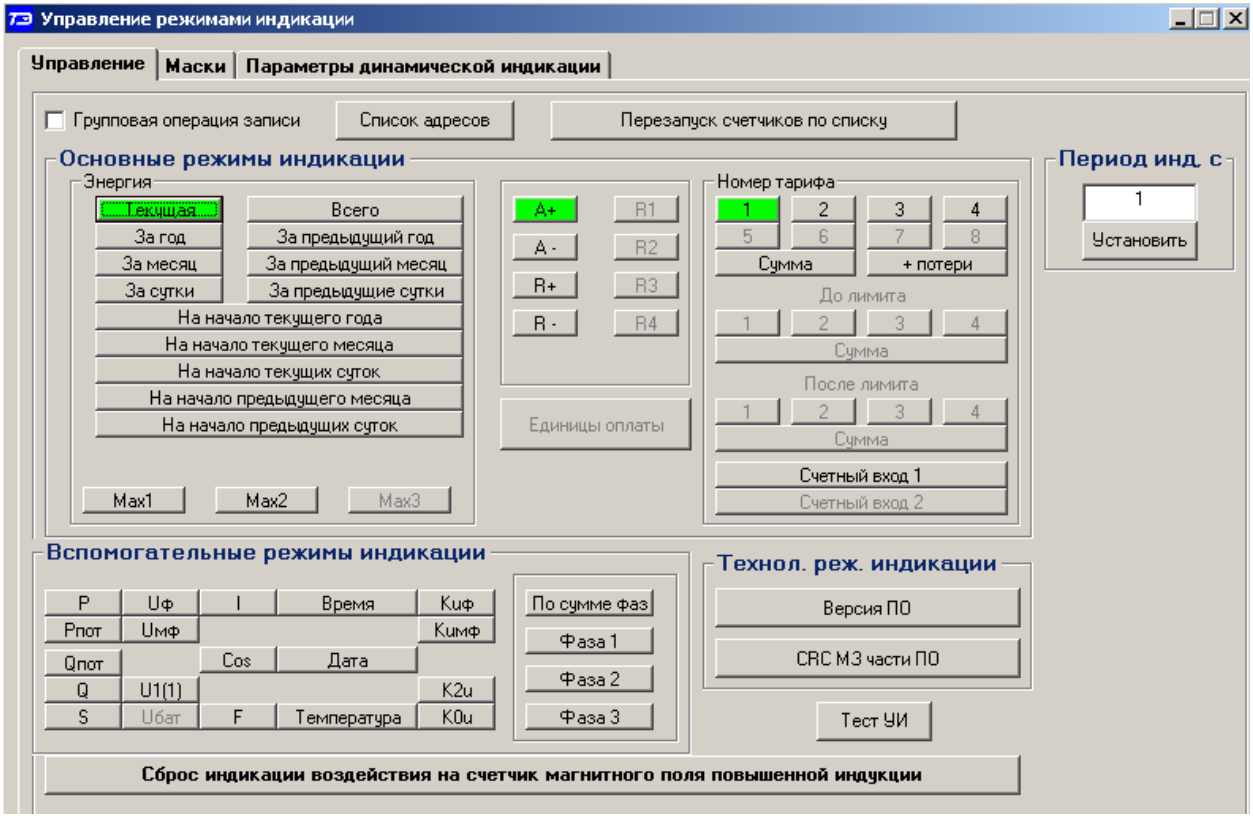

Рисунок 20 – Форма «Управление режимами индикации»
16.2.4.1 Тест устройства индикации включается по кнопке «Тест УИ», расположенной на поле формы «Управление режимами индикации» вкладки «Управление» (рисунок 20). При этом включается подсветка и все элементы индикации ЖКИ на время 5 секунд для визуальной проверки работоспособности индикатора. Спустя 5 секунд индикатор возвращается в прерванный режим индикации. Включение тестового режима устройства индикации возможно только со вторым уровнем доступа.